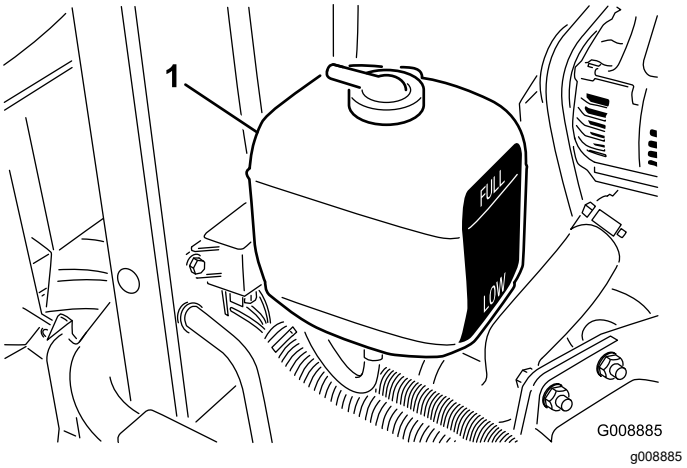

Figur 57
2. Kontroller kjølemiddelnivået i ekspansjonstanken (Figur 57). Når motoren er kald, skal kjølemiddelnivået være omtrent midt mellom merkene på siden av tanken.